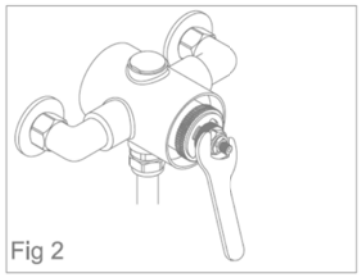
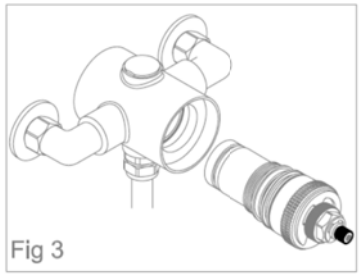

Fig 2
Fig 3
3. Unscrew the cartridge with a 17mm spanner Fig.2.Remove the cartridge from mixer being careful Page 9 not to damage the seals. Fig.3.
5. Before refitting the cartridge, clean the mixer Fig 2 housing and grease the cartridge o-rings.